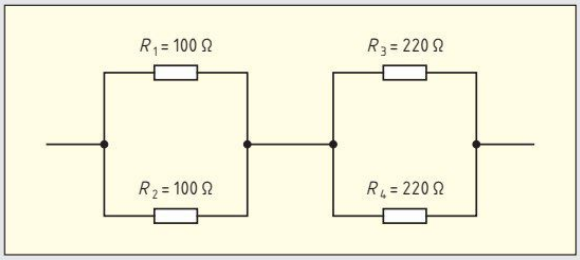

Bild 3: Gemischte Schaltung
4. Bestimmen Sie für die gemischte Schaltung **(Bild 3)** den Ersatzwiderstand R.